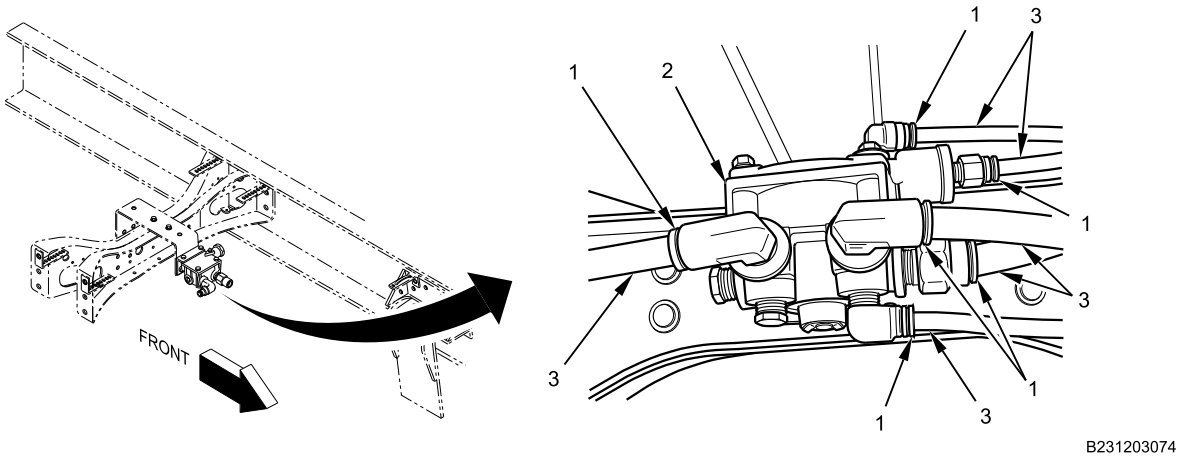

Figure 1. Air Brake Relay Valve Connections.
1. Disengage six quick connect fittings (Figure 1, Item 1) and remove six air lines (Figure 1, Item 3) from air brake relay valve (Figure 1, Item 2).